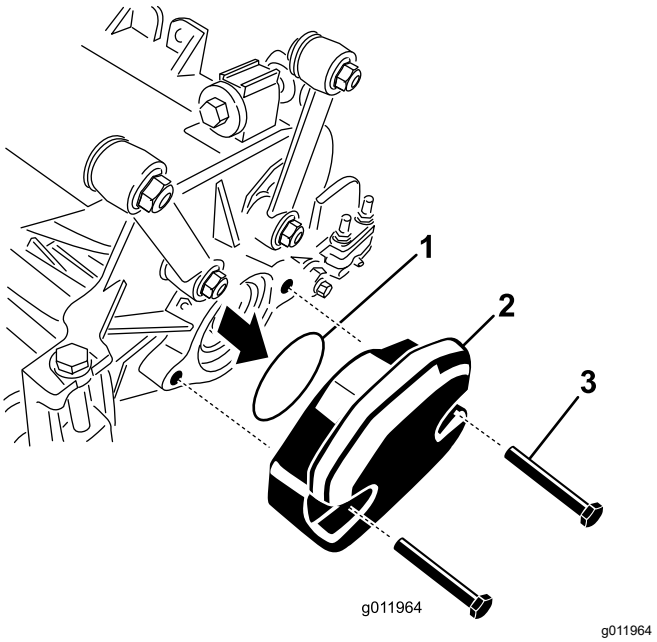

Figur 23
2. Fjern vektene og O-ringen (Figur 23) fra innsiden av den høyre klippeenhetene.